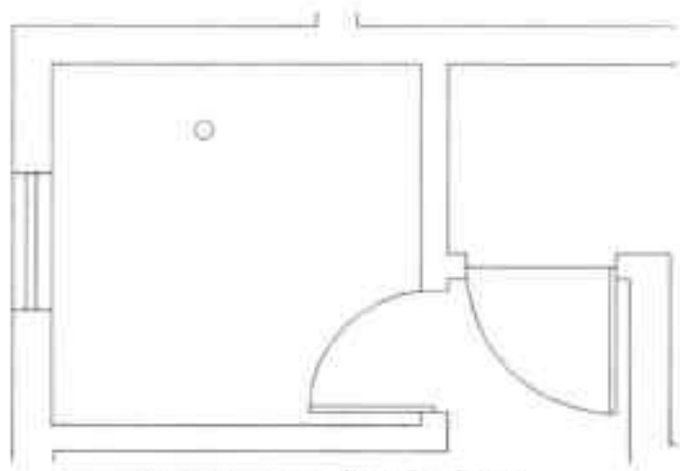

图19-37 修剪门图形
Step 04 执行“修剪”命令，修剪出门的造型，如图 19-37 所示。